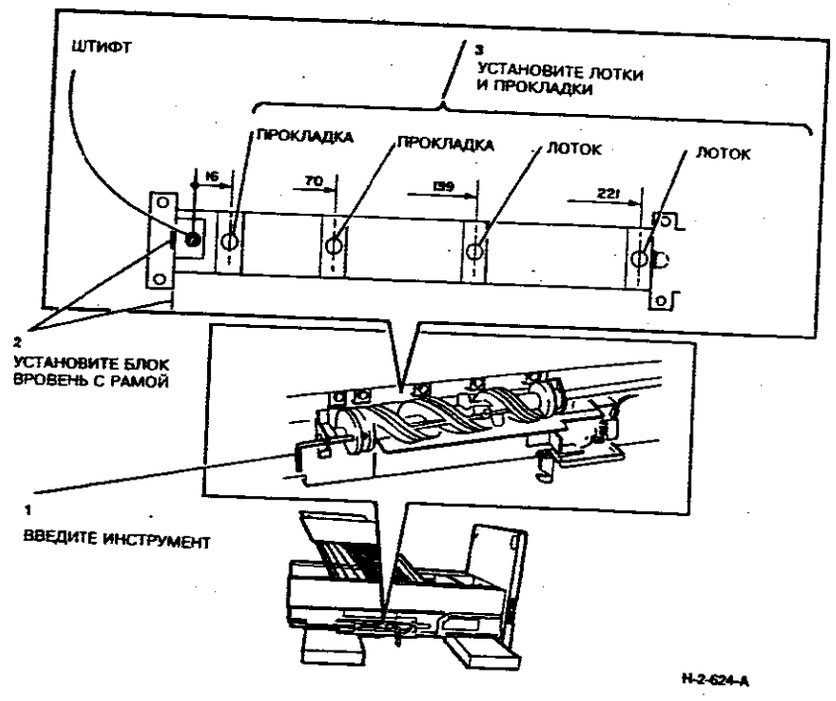

**Рисунок 6. Регулировка взаимного положения ячеек и кулачков**
4. (Рисунок 6) Поворачивая кулачки, введите через блок подшипников в отверстие для совмещения кулачка ключ Аллена. В случае необходимости снимите ремень привода ячеек (REP 11B.6). Взаимное положение ячеек и прокладок должно быть таким, как показано на рисунке 6.
*ПРИМЕЧАНИЕ: (Рисунок 6) Указаны приблизительные размеры. При установке кулачков выполняется минимум дополнительных регулировок.*
*ПРИМЕЧАНИЕ: (Рисунок 6) На рисунке показано взаимное положение заднего кулачка и ячеек. Передние кулачок и прокладка расположены зеркально.*